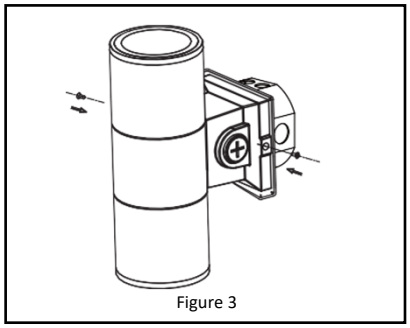

Figure 3
4. Push wires into the junction box and place the fixture over the mounting plate. Install the 2 screws to attach the fixture to the mounting plate. ***See Figure 3.***